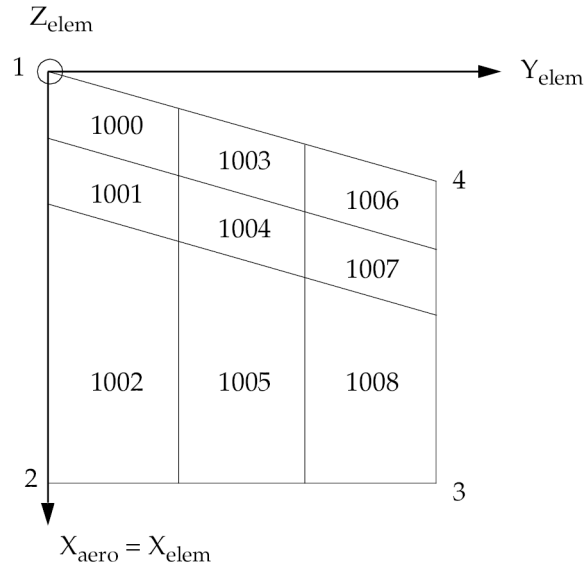

Figure 11-2. Element Coordinate System for Aerodynamic Panel
4. The element coordinate system is right-handed as shown in Figure 11-2.